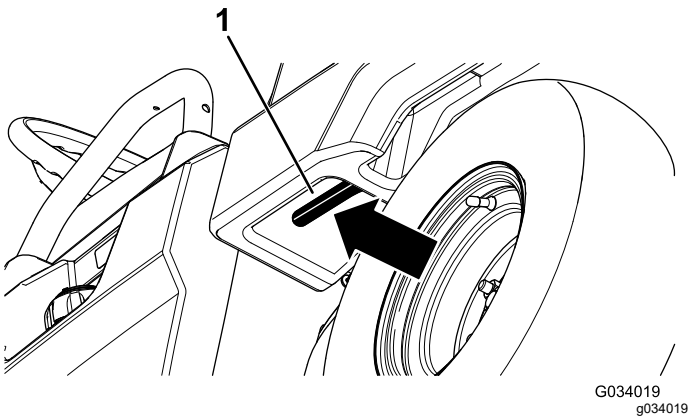

Figur 11
1. Træk håndtaget til venstre på ladets inderside mod dig, og løft ladet op (Figur 11).
1. Hæv ladet en anelse ved at løfte låsegrebet op (Figur 11).